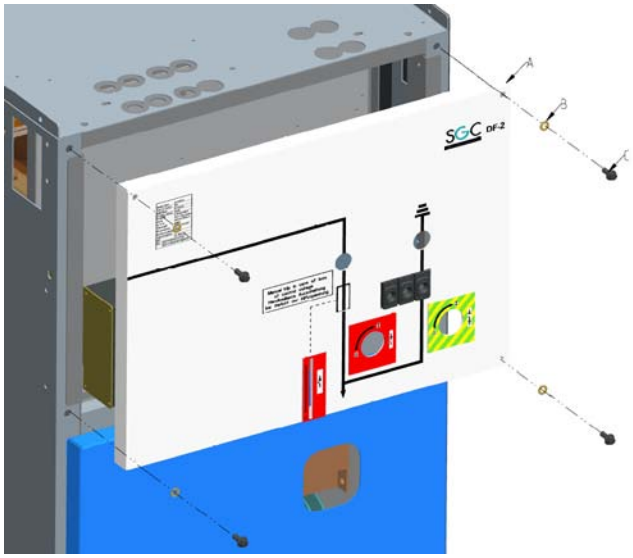

Figure 5: Démontage du panneau frontal DF-2
- Démonter la face avant (Figure 5):